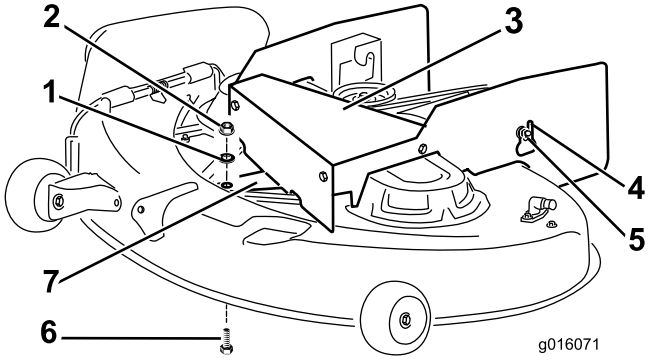

Figure 3
A. Attach the tab at the front of the guard to the deck using the existing bolt, washer and nut that you just set aside; see Figure 3.
5. Flange nut, existing (2)
B. For each side of the assembled guard, insert the previously loosened flange nut through the large opening near the rear of the guard (Figure 3).